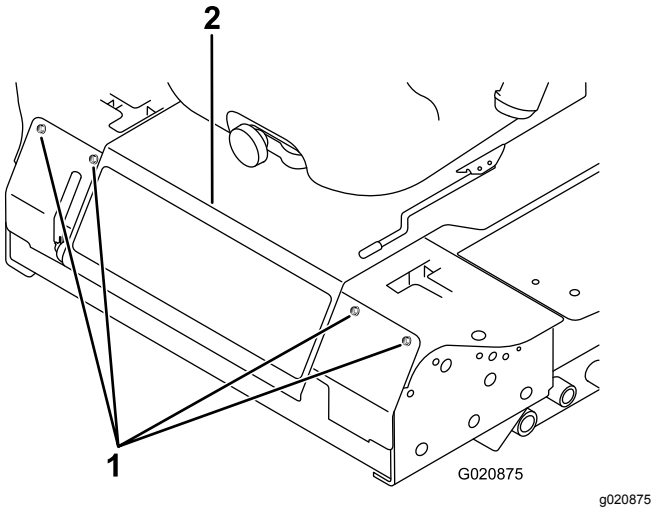

**Bild 49**
3. Nehmen Sie die Schrauben ab, mit denen die Frontplatte befestigt ist, und nehmen Sie sie ab (Bild 49).